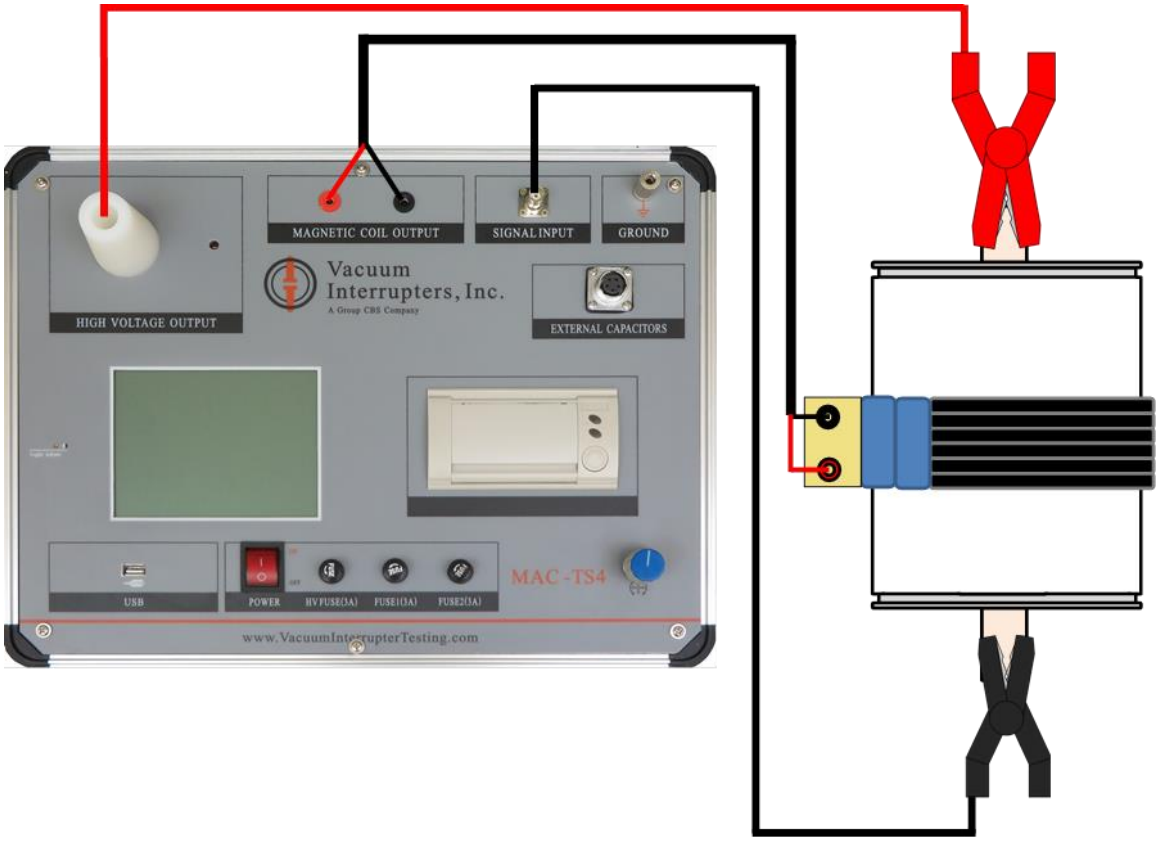

Figure 6. Flexible magnetic field coil connection diagram
Wrap the flexible magnetic field coil around the vacuum interrupter to be tested. In order to acquire sufficient magnetic field for the test, a minimum of FIVE full wraps is necessary for accurate results. Secure flexible magnetic field coil connectors together with clips attached on both sides of the connector. Ensure that the flexible magnetic field coil is wrapped tightly around the center of vacuum interrupter where the contacts separate. Secure the flexible magnetic field coil to prevent it from making contact with the bus, bus brackets, or metal end-caps of the vacuum interrupter when testing is in progress. (See Figure 6)
Connect the red, high-voltage clamp to one conductive end of the vacuum interrupter, and connect the black, signal wire with the opposite conductive end of the vacuum interrupter. (See Figure 6)
Connect the Magnetic Coil Output wire with the flexible magnetic field coil connector. (See Figure 6)
10. Select the appropriate 'Curve Number', based on the outer diameter of the center of the vacuum interrupter, from the Curve Selection Table (Table 1). In most cases, this is the outer diameter of the insulation of the interrupter shown by the red arrows in Figure 6. Values can be changed by pressing down on the selection knob, rotating selction knob until desired value is shown, and pressing down again on the selection knob to lock in selection.